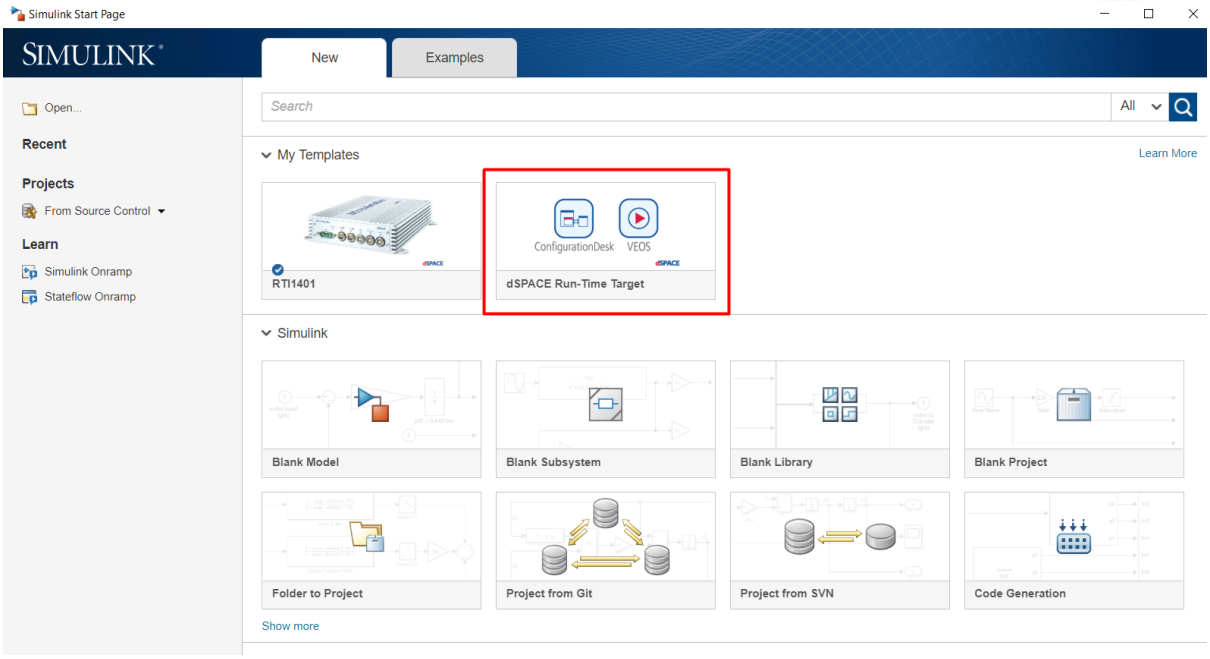

Figure 10.29: Create a Simulink model.
2) Create a new Simulink model (henceforth referred to as `dSPACE-MABXIII.slx`) using the `dSPACE Run-Time Target` template provided by dSPACE and save it in the `BasicExample` folder (see Figure 10.29).